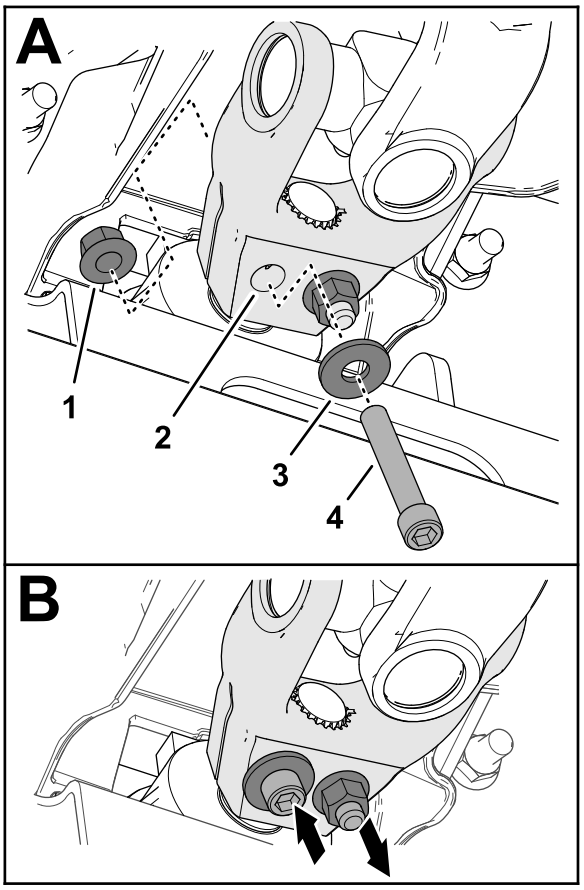

Figuur 19
6. Monteer een tapbout met zeskantkop (⅜" x 2¼") door een ring (⅜") en de opening in het aandrijfasjuk (Figuur 19), en bevestig de tapbout met een flensborgmoer (⅜").
(Figuur 19) en bevestig de tapbout met een flensborgmoer (⅜").